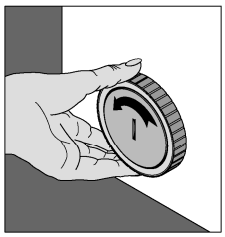

Bild 2
- um 45° nach links drehen (Bild 2), noch einmal drücken und weitere 45° nach links drehen,